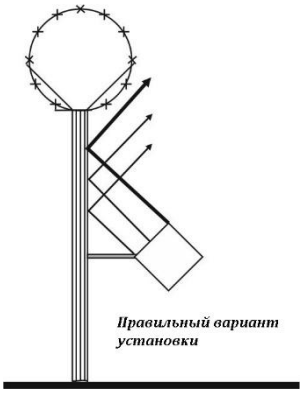

Рис. 4.9
4.12 При установке блоков извещателей на заграждении, по верху которых размещены барьеры безопасности в виде колючей проволоки (ленты), либо армированной скрученной колючей ленты (АСКЛ), необходимо определить оптимальную высоту установки блоков. Элементы колючей проволоки создают отражения, которые оказывают влияние на формирование ЗО и увеличивают количество ложных срабатываний извещателя. На рис. 4.9 и 4.10 показаны правильные варианты установки блоков вблизи АСКЛ и полотна из колючей проволоки. Отраженный от вертикальной плоскости